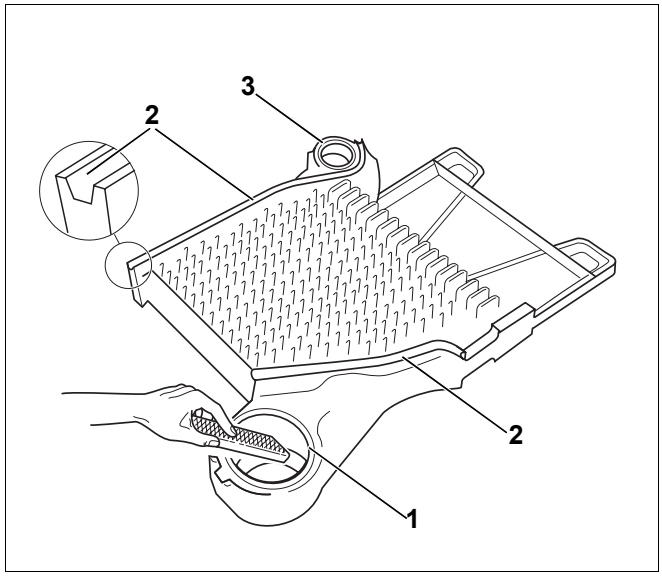

Rys. 6 Opiłowanie gratu z piast
- Ułożyć człon końcowy na podłodze żebrami do góry (rys. 6).
- Oczyścić piasty (rys. 6, **poz. 1** i **3**) papierem ściernym i szmatką.
- W razie potrzeby opiłować grat na piastach (rys. 6, **poz. 1** i **3**).
- W razie potrzeby oczyścić rowki uszczelniające szczotką drucianą i szmatką (rys. 6, **poz. 2**).